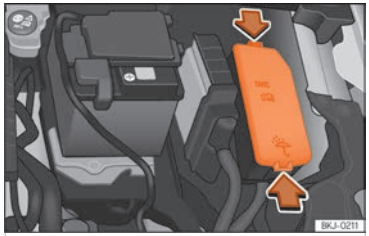

Fig. 161 En el vano motor: tapa de la caja de fusibles.
- Presione las pestañas de bloqueo para desbloquear la tapa de la caja de fusibles ››› fig. 161.